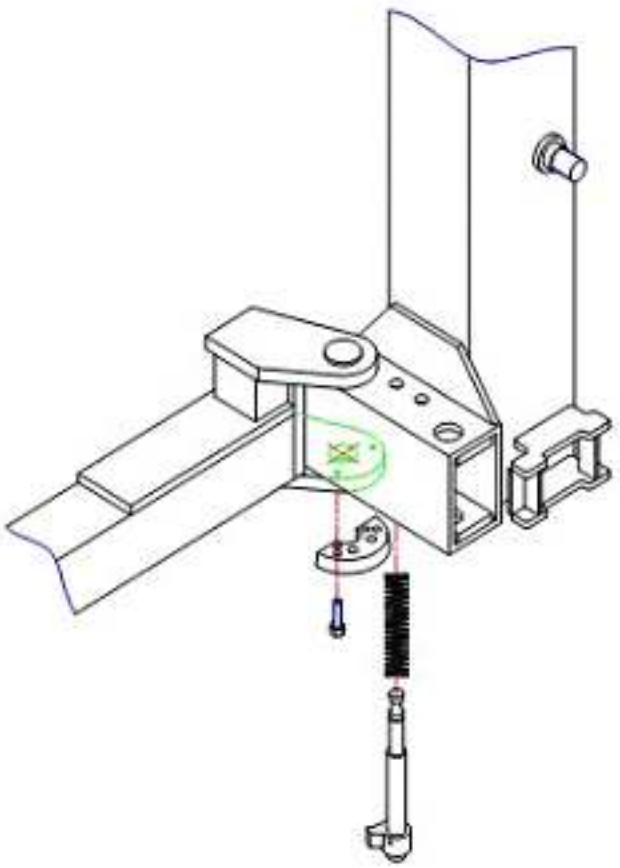

Figure 13
A. Position the gears against the bottom on the arms with "TOP" facing upward (Figure 13). Attach the gears to the arms using long HHCS. **DO NOT TIGHTEN**.